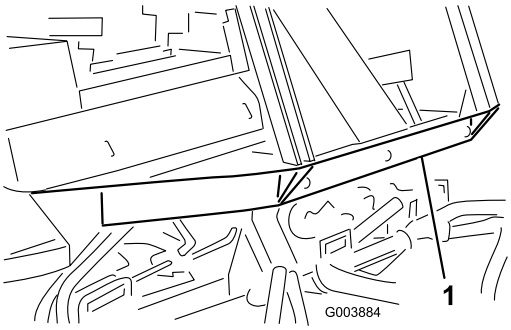

**Figuur 36**
4. Bevestig een geschikte ketting, band of kabel aan het midden van het voorste gedeelte van het frame (Figuur 36).